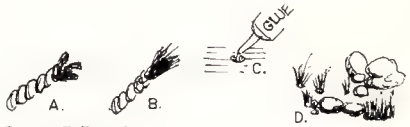

FIGURE 6.
Further character can be added to the layout by adding bushes, grass, weeds and rocks. Figure 6 illustrates one such method. (A) take a length of string; (B) unravel the end into individual fibres; (C) on the layout where vegetation is required place a drop of glue (PVA is excellent); (D) cut a bundle of fibres from the string end about ¼ in. to ½ in. in length and push the cut ends into the glue. They will stand there and after a few minutes can be moved slightly to improve bush shape.